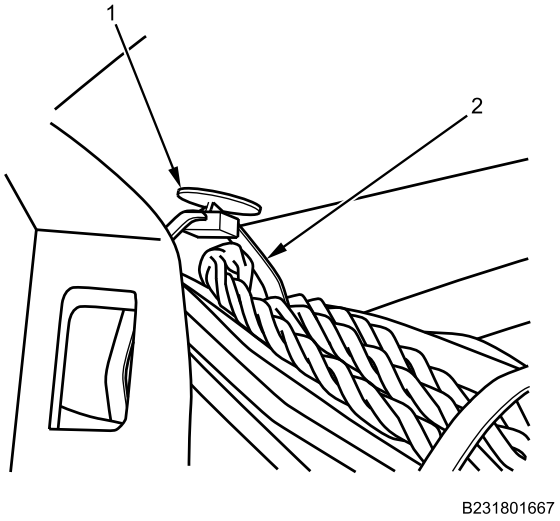

Figure 27. IP Wiring Harness Cable Lock Straps.
21. Install new left side wiring harness cable lock strap (Figure 27, Item 2) on IP wiring harness bundle and IP brace cable lock strap retainer (Figure 27, Item 1) through IP passenger closeout opening.